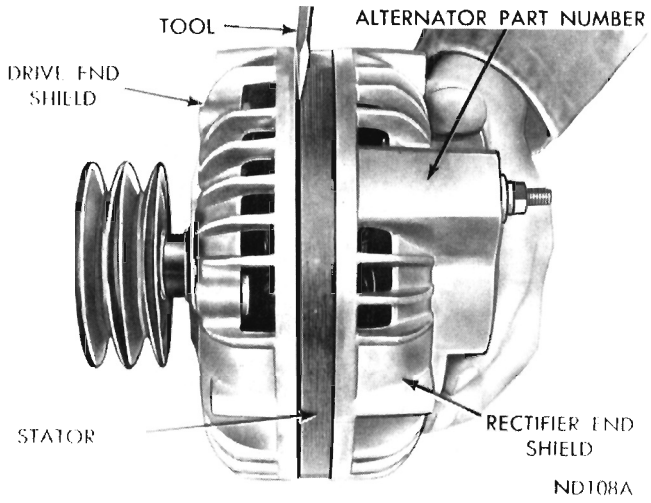

Fig. 15—Separating Drive End Shield From Stator
(3) Remove through bolts and pry between the stator and drive end shield with blade of a screwdriver, (Fig. 15). Carefully separate drive end shield, pulley and rotor assembly away from stator and rectifier shield assembly.